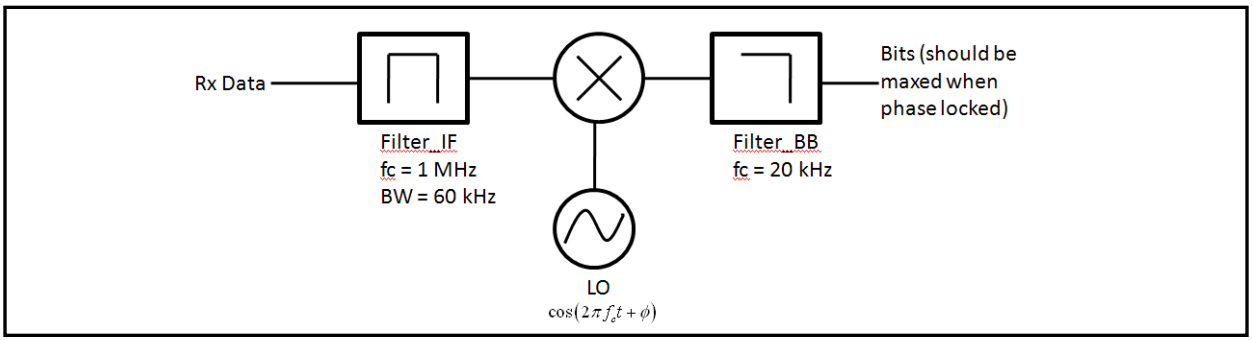

Figure 5: BPSK Demodulation Block Diagram
4. **Change the function generator frequency to 1.0 MHz.** Record the BPSK signal to a Matlab .dat file. Using Matlab, plot the captured waveform and identify the binary "1's" and "0's". Using the diagram in figure 5 demodulate your BPSK signal in Matlab. As you do not know the phase of your carrier wave you'll have to use a "for loop" to adjust the phase or your local oscillator until you achieve a max output signal (see below). Use increments of 22.5 degrees and a range of 0-180 degrees. **Include a printout with your report.**